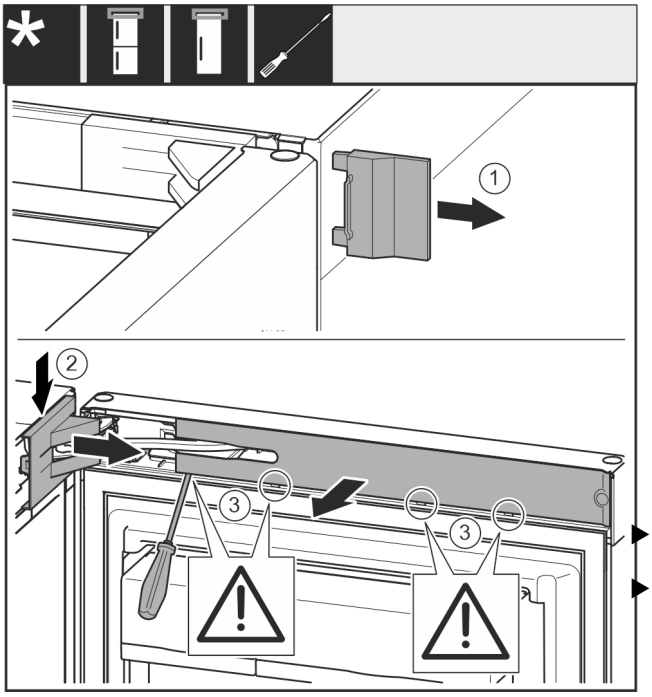

Fig. 9
▶ Afdekking *Fig. 9 (1)* wegnemen.
▶ Lagerbokafdekking *Fig. 9 (2)* ontgrendelen en losmaken.
▶ Lagerbokafdekking *Fig. 9 (2)* wegnemen.
▶ Paneel *Fig. 9 (3)* met een platte schroevendraaier ontgrendelen en opzij draaien.